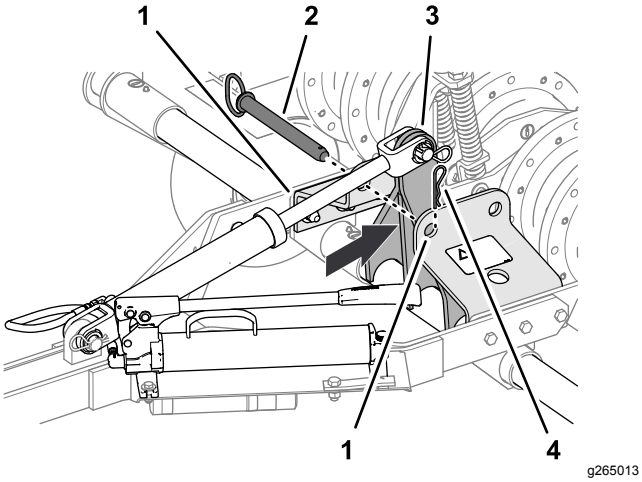

Рисунок 12
5. С помощью ручного гидравлического насоса переместите подъемный рычаг (Рисунок 12) так, чтобы он был расположен непосредственно позади передних отверстий в кронштейне стопорной штанги (положение транспортировки).
6. Вставьте штифт стопорной штанги в передние отверстия кронштейна стопорной штанги и закрепите штифт в кронштейне игольчатым шплинтом (Рисунок 12).